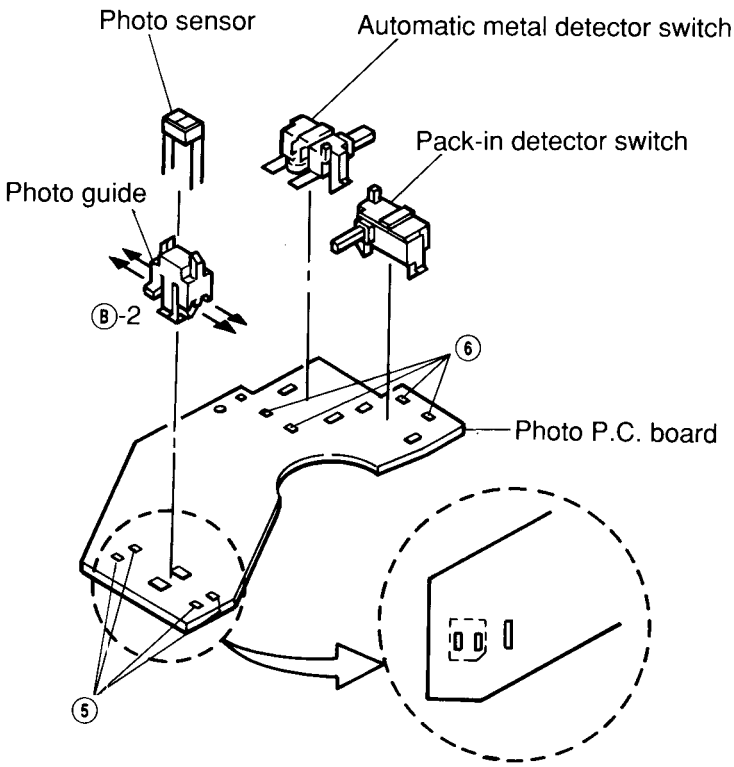

Figure 7
(1) Remove four solders ⑤ as shown in Figure 7.
(2) Remove the photo guide together with the photo sensor from the photo P.C. board as shown in Figure 7.
(3) Insert the new photo sensor into the photo guide, and bend the legs of the photo sensor in the direction marked Ⓑ-2 as shown in Figure 7.
(4) Insert the photo guide into the P.C. board and solder the legs so that the photo sensor is set as indicated by ⊡ in Figure 7.
(1) Remove 4 solders ⑥ with which the switch is fixed as shown in Figure 7.